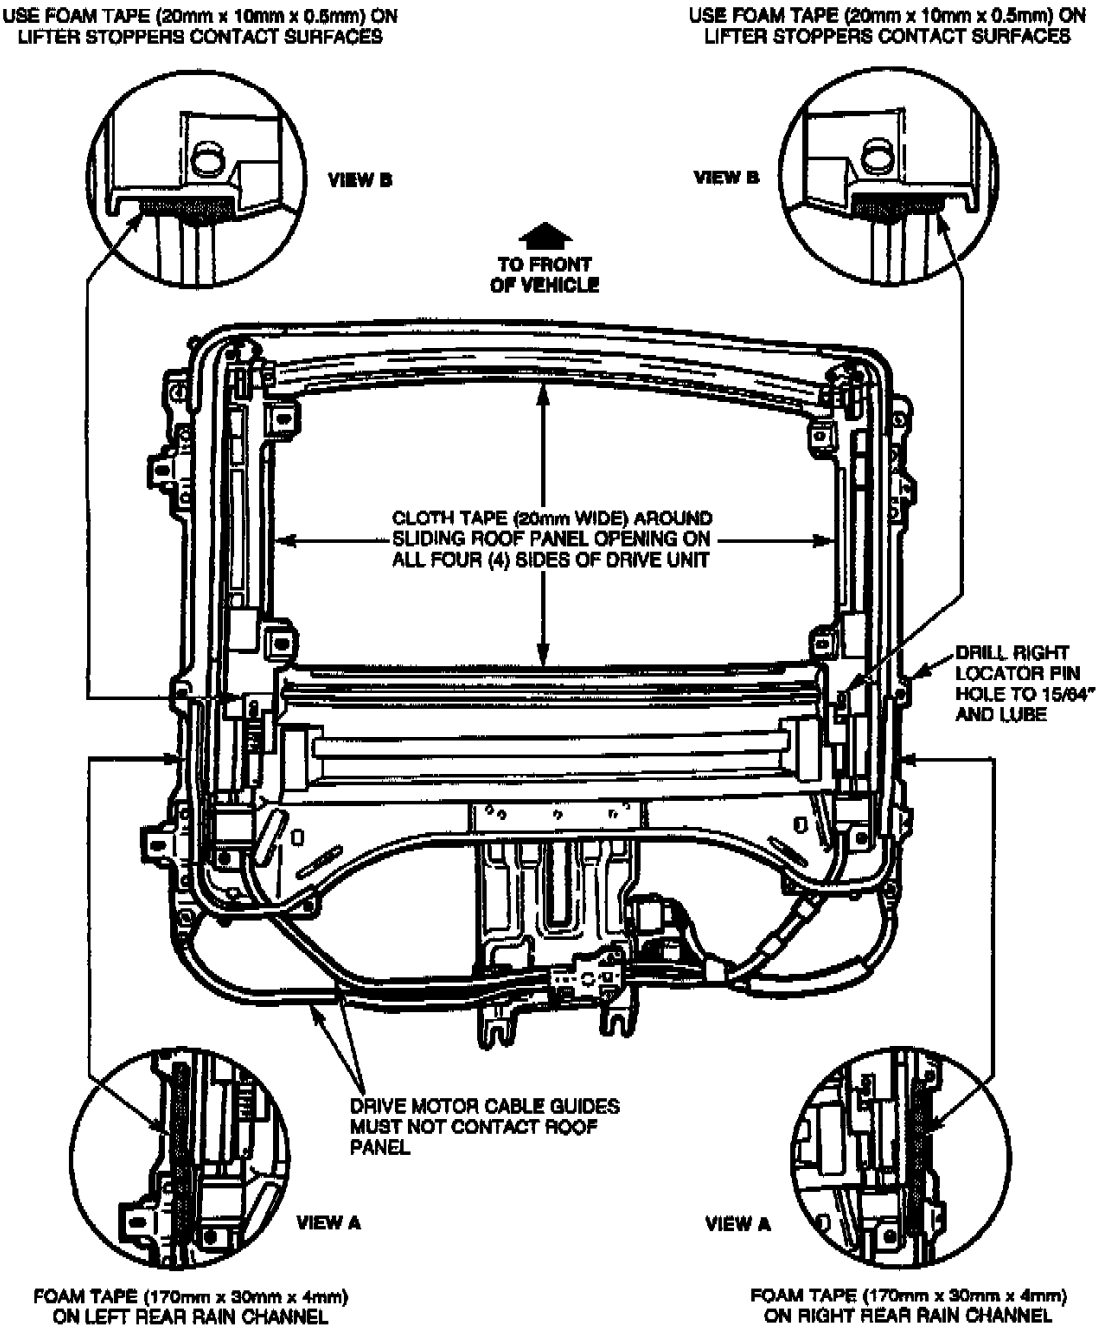

Figure 1
7. Refer to Figure 1 for Steps 7a through 7d.
a. Apply foam tape (approximately 170 mm long x 30 mm wide x 4 mm thick) to both outer edges of rain channel (Figure 1, View A).
b. Apply felt tape (approximately 20 mm long x 10 mm wide x 0.5 mm thick) to both lifter stoppers contact surfaces (Figure 1, View B).
c. Apply cloth tape (approximately 20 mm wide) to sliding roof panel opening on all four (4) sides of drive unit.